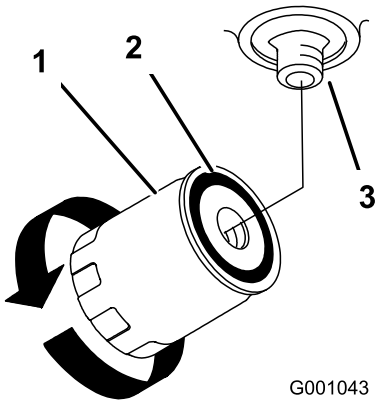

Figur 77
4. Påfør et tyndt lag hydraulikvæske på gummipakningen på det nye filter (Figur 77).
7. Fyld hydrauliktanken med hydraulikvæske, indtil væsken flyder over filteret, og drej dernæst oliefilteret med uret, indtil gummipakningen berører filteradapteren. Stram dernæst filteret yderligere 1/2 omgang (Figur 77).